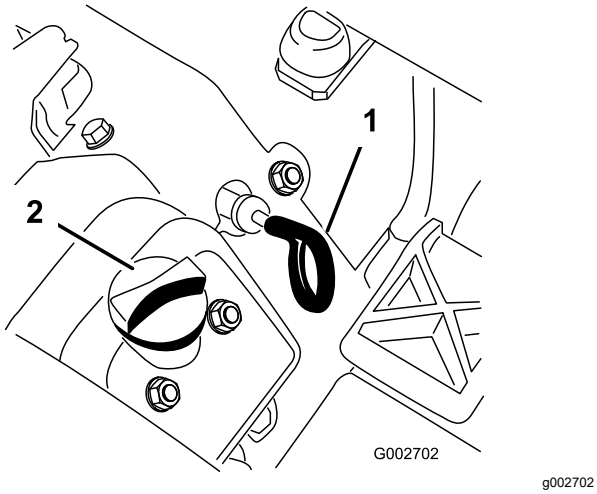

**Figur 24**
3. Rengör området runt oljepåfyllningslocket och oljestickan innan du tar bort stickan så att smuts och gräsklipp inte hamnar i motorn (Figur 24).
4. Dra ut oljestickan (Figur 24) och torka av den med en ren trasa.